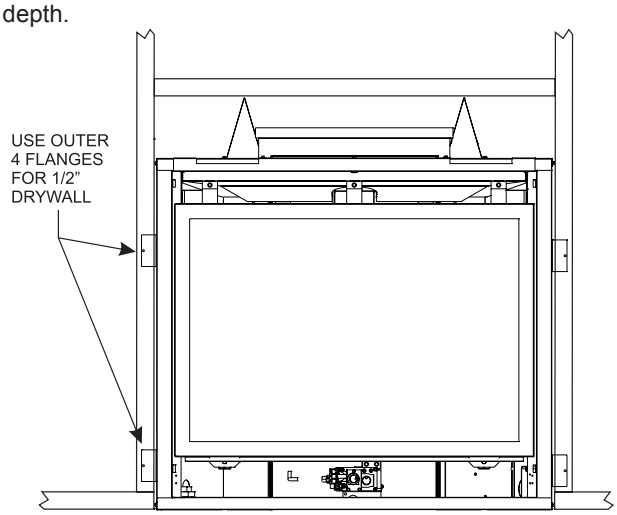

Figure 10
4. Use eight 1/2” hex-head screws supplied in hardware package, to screw through slotted holes in drywall strip and then screw into pre-drilled holes on fireplace side. **See Figure 10.** Measure from face of fireplace to face of drywall strip to determine final depth.